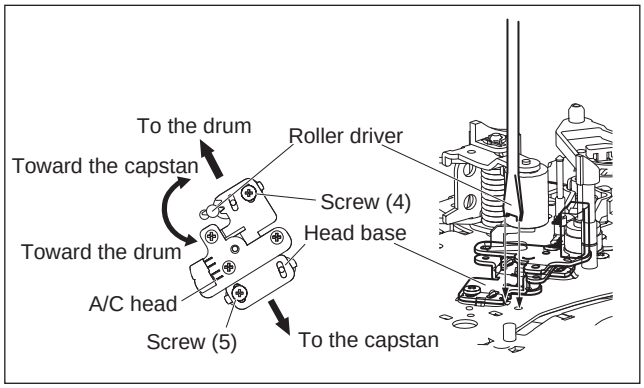

Fig.4-2e
(1) Play back the alignment tape (A1).
(2) Apply the external trigger signal to D.FF (E), to observe the V.PB FM waveform at the measuring point (D).
(3) Set the VCR to the manual tracking mode.
(4) Loosen the screws (4) and (5), then set the Roller driver to the innermost projected part of the A/C head. (See Fig. 4-2e.)
(5) Rotate the roller driver so that the A/C head comes closest to the capstan. From there, move the A/C head back gradually toward the drum until the point where the FM waveform is maximized for the second time, and then tighten the screws (4) and (5) temporarily.
(6) Play an alignment tape (A2) and set to the manual-tracking mode.
(7) Fine-adjust A/C head base position to maximize the FM waveform, and then tighten the screws (4) and (5) firmly.
(8) Play alignment tapes (A1) and (A2) and confirm that the FM waveforms are maximized when the tracking is at the center position.